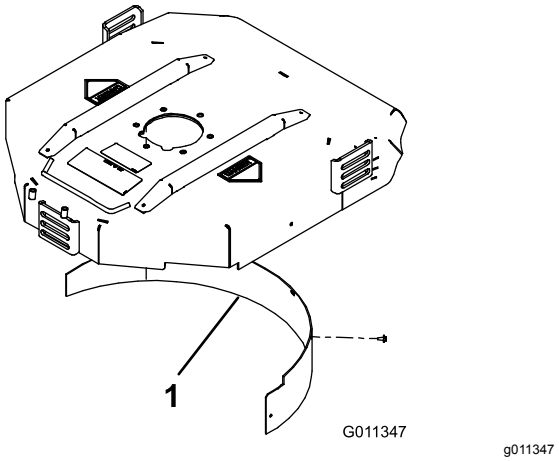

Figur 10
2. Montera samlarskärmen i den bakre öppningen och fäst den med fem huvudskruvar med fläns (Figur 10).